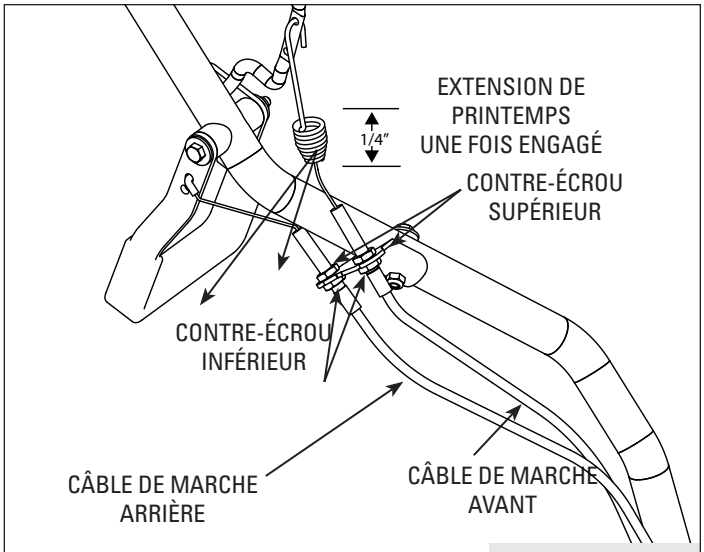

FIGURE 6
1. Desserrer le contre-écrou supérieur. **VOIR FIGURE 6.**
3. Une fois le réglage correct, serrer le contre-écrou supérieur. La tension est correctement ajustée lors de l'engagement du levier de commande de sécurité de l'entraînement, le ressort de la ruche sur le câble s'étire d'environ 1/4 de pouce ou 5 mm de plus. **VOIR FIGURE 6.***REMARQUE : Cette procédure peut être répétée jusqu'au bout de la vis de réglage. Au besoin, il est aussi possible d'accrocher l'extrémité en Z du câble dans un trou différent du levier de commande d'entraînement. Si plus aucun ajustement supplémentaire n'est possible, il peut être nécessaire de changer la courroie.*